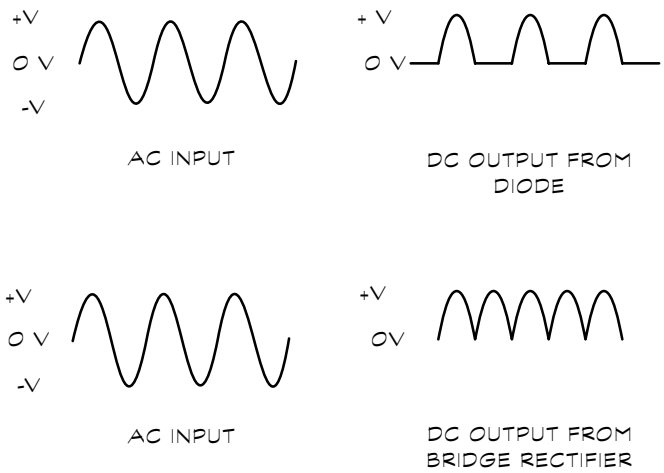

Figure 4-6: Diodes can transform AC current to DC current.
- **Rectifier:** This basic diode transforms (referred to as "rectifying") AC current to provide DC current only. (***Remember:*** AC current alternates between both positive and negative values. DC current does not alternate, and is only positive or negative. See Figure 4-6 for an example.) Diodes are often referred to as rectifiers because they perform this rectifying function.